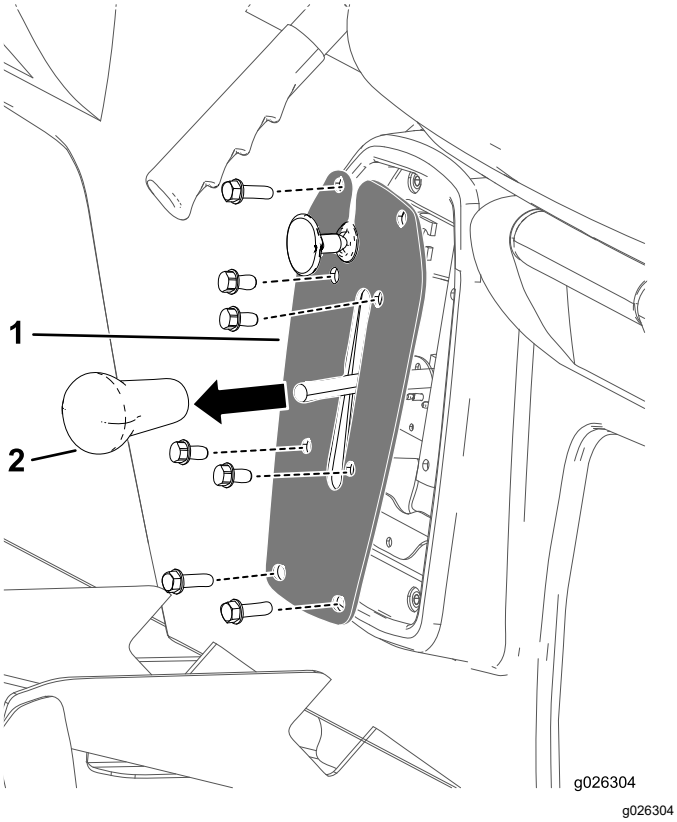

Figur 43
1. Fjern grebet fra gearstangen (Figur 43).
2. Afmonter de fire bolte, der fastgør skiftepladen til skiftebeslaget (Figur 43).
3. Afmonter de fire bolte, der fastgør skiftepladen til sædesoklen, og afmonter skiftepladen (Figur 43).
4. Skru grebet fra gearstangen, og stram grebet med hånden (Figur 43).